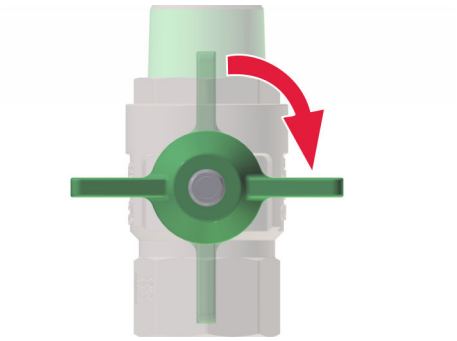

Fig. 34: Chiusura della valvola di arresto principale
1. Chiudere tutte le valvole di arresto principali (Fig. 34) nella stazione per acqua calda sanitaria.